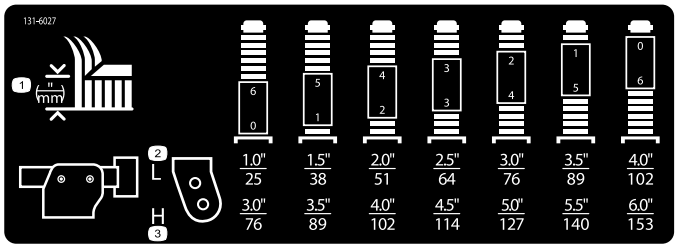

Figur 37
3. Placera svänghjulsaxlarna i samma hål i alla hjulgafflar. Ta hjälp av tabellen för att se vilka hål som är rätt för klipphöjdsinställningen (Figur 37).